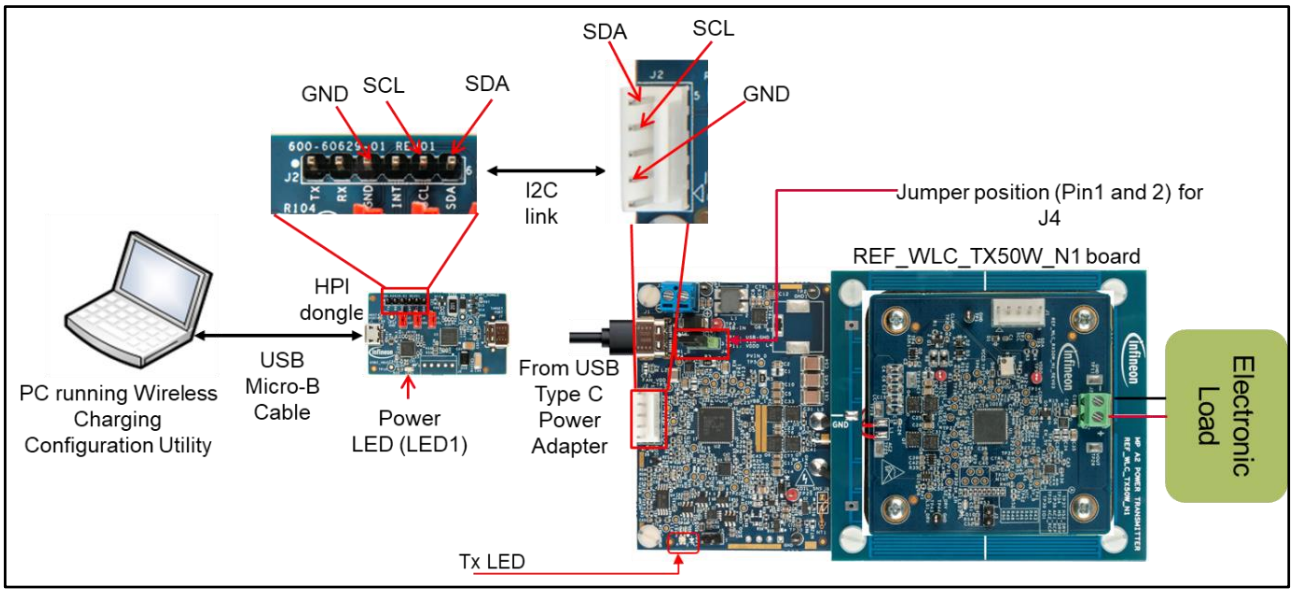

Figure 29 Set up for power loss calibration
8. Place the receiver on the transmitter coil interface at a well-aligned position. Do not move the receiver during the entire calibration process. Connect the electronic load (minimum of 24V and 3A rated) to the receiver load connector terminal. Ensure that the receiver board has powered-up which is indicated by the status LED that glows blue (refer to **Figure 29**).